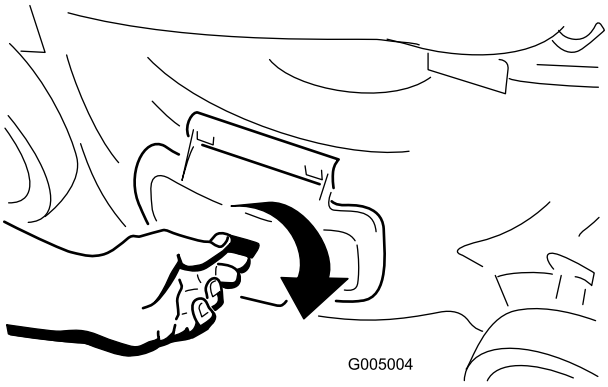

Bild 23
1. Entriegeln Sie die Seitauswurfklappe (Bild 23).